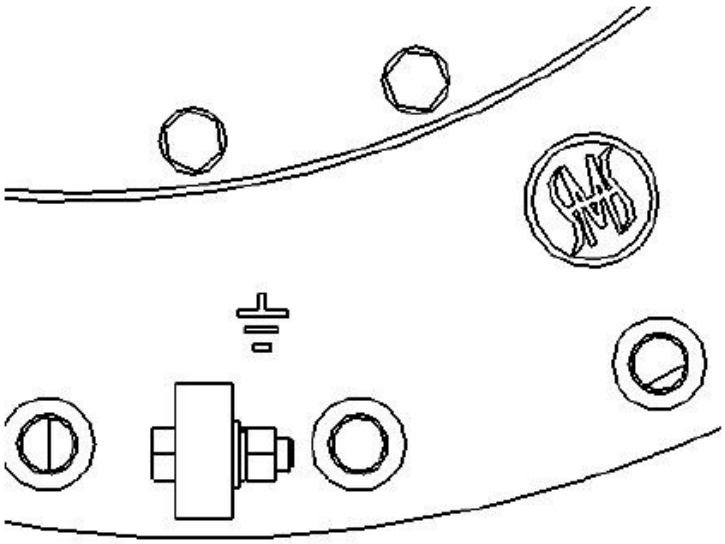

Рис. 29
1. Заземляющий болт устройства РПН соединить с крышкой бака трансформатора (один болт и гайка М12) ключ №19, момент затяжки 50-60 Н*м, рис. 29.